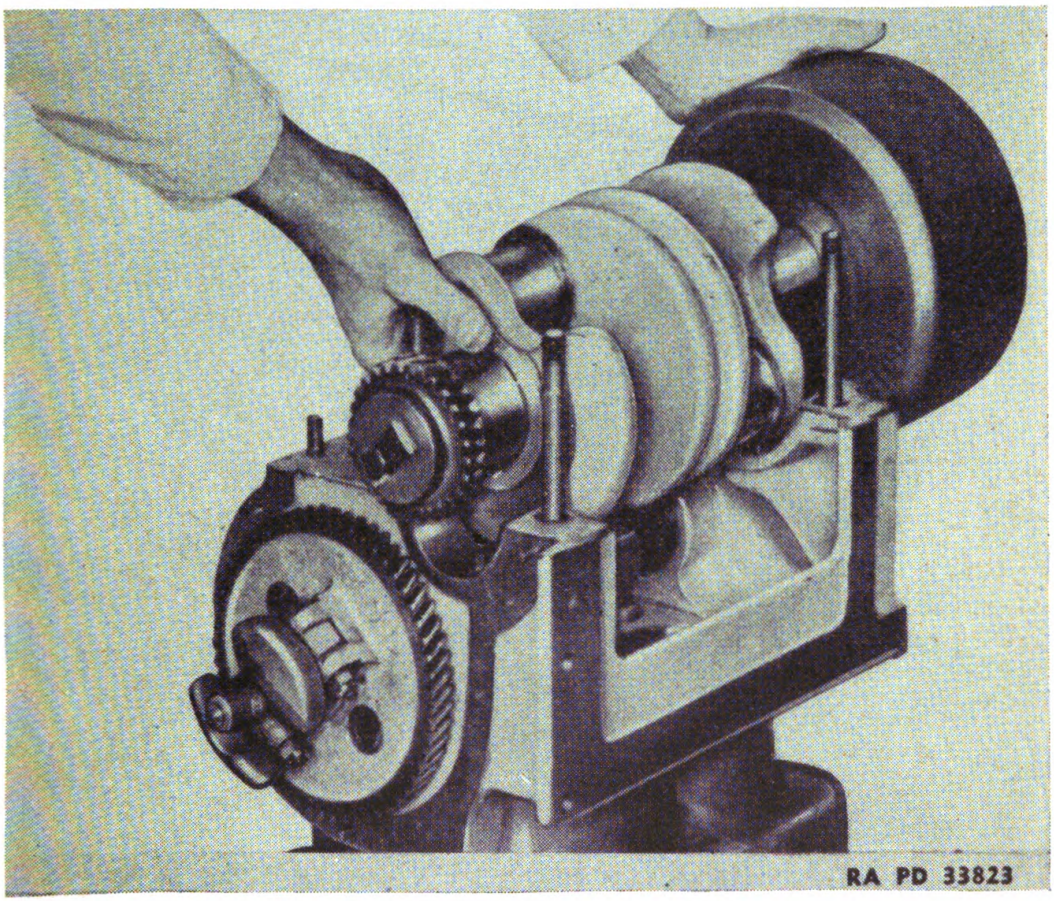

FIGURE 107.—Replacing crankshaft assembly.
b. The crankshaft assembly should be replaced so that the main bearings fit over their respective dowel pins (fig. 107), and the timing gear marks line up.